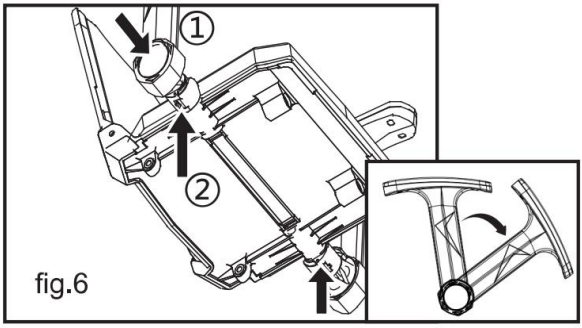

fig.6
* 1 Ouvrez ensuite le verrou de l'accoudoir sous le siège, insérez les accoudoirs gauche et droit dans le tube de l'accoudoir et 2 verrouillez-le. (fig.6), l'accoudoir